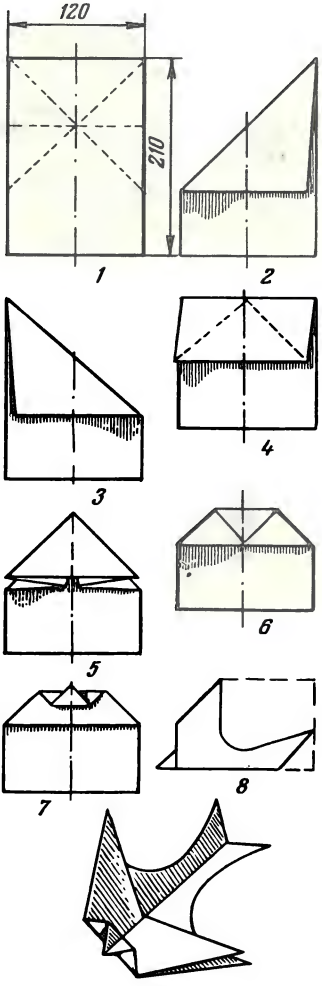

Рисунок 52. Летающий голубь:
1. Изготовьте из бумаги летающего голубя (рисунок 52).